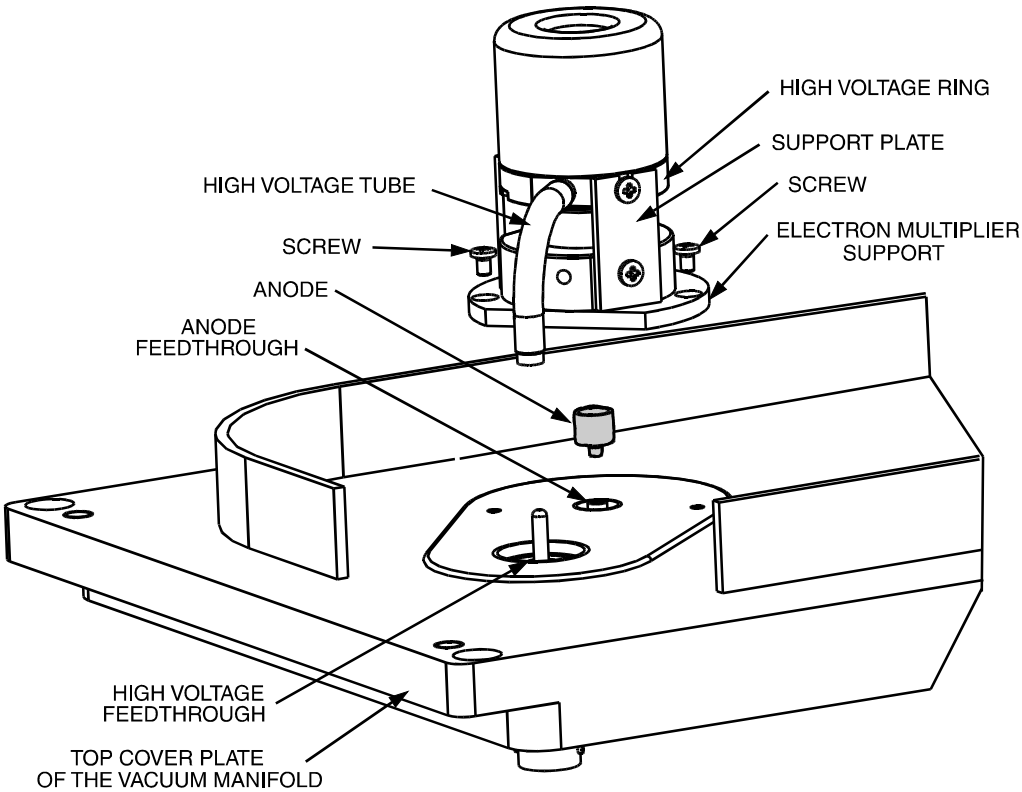

Figure 4-14. Exploded view of the electron multiplier, showing the anode
4. With an Allen wrench, remove the two socket-head screws that hold the electron multiplier support to the top cover plate of the vacuum manifold. See Figure 4-14.